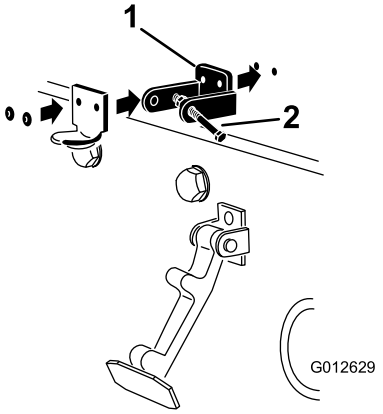

Figur 8
3. Placera CE-låsfästet och motorhuvslåsfästet på motorhuven när du passar in monteringshålen. Låsfästet måste ligga mot motorhuven (Figur 8). Ta inte bort skruv- och mutterenheten från låsfästets arm.
5. Nita fast fästena och brickorna på motorhuven (Figur 8).